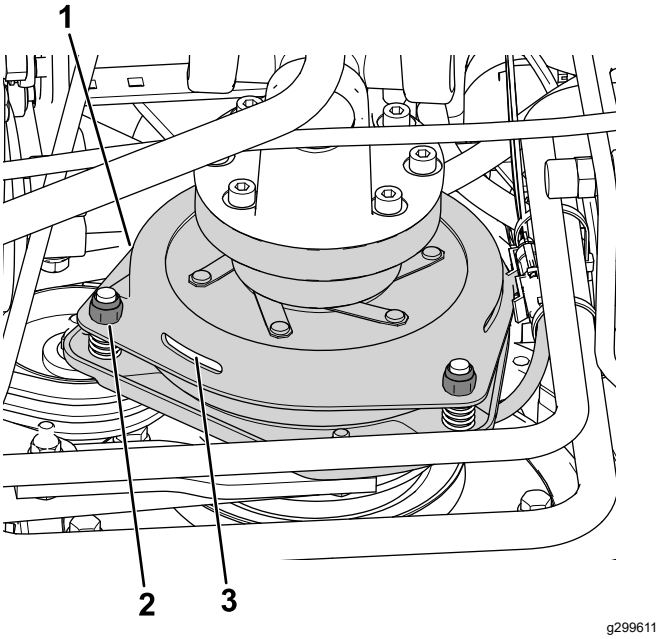

**Figuur 76**
3. Stel de elektrodenafstand zodanig in dat u een lichte druk voelt als u een voelermaat van 0,3 mm tussen de koppelingsvoering en de frictieplaat schuift (Figuur 76).
**Opmerking:** U kunt de afstand verkleinen door de stelmoeren rechtsom te draaien (Figuur 76). De maximale elektrodenafstand is 0,6 mm. Stel de 3 elektrodenafstanden in op 0,4 mm.